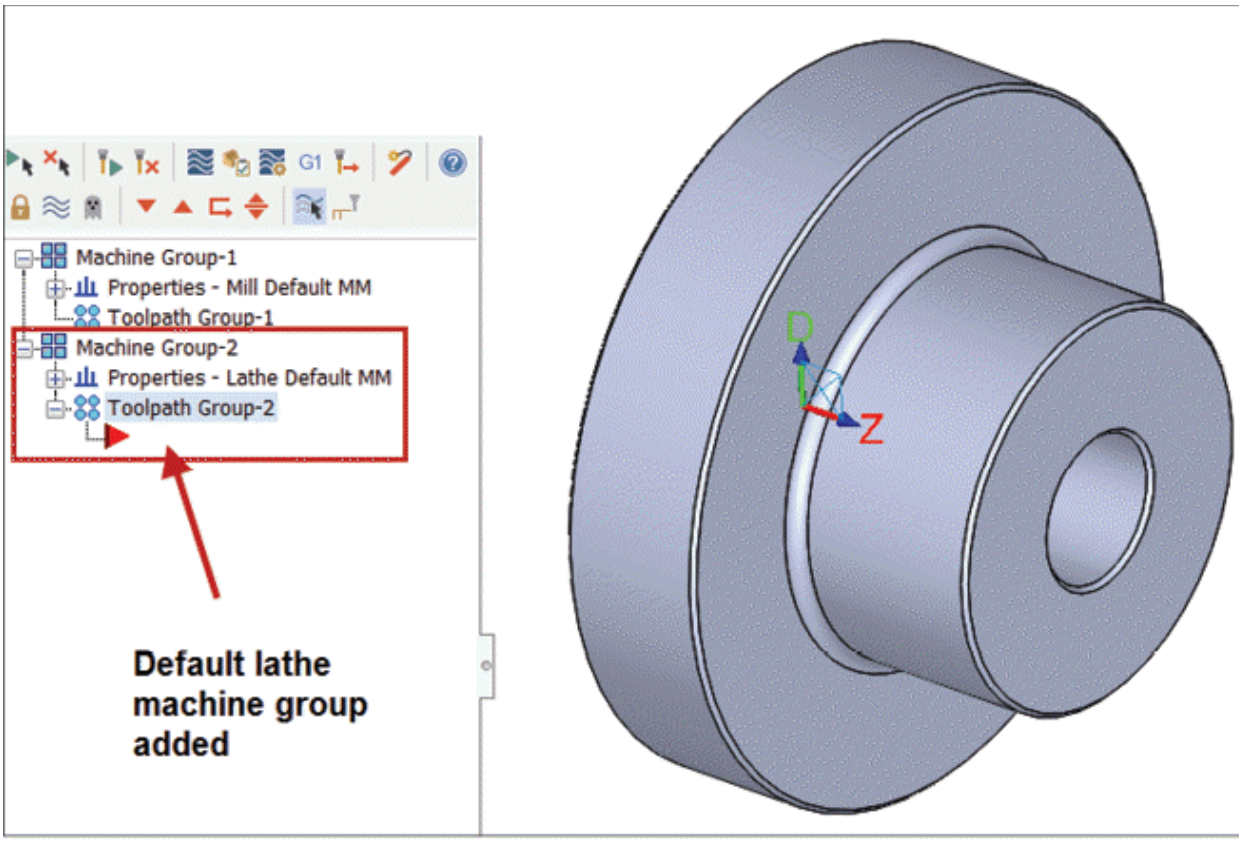

Figure-30. Default lathe machine group added
- Click on the **Default** option from the **Lathe** drop-down in **Machine Type** panel of **Machine** tab in the **Ribbon**. A new machine group will be added with lathe machine settings; refer to Figure-30.